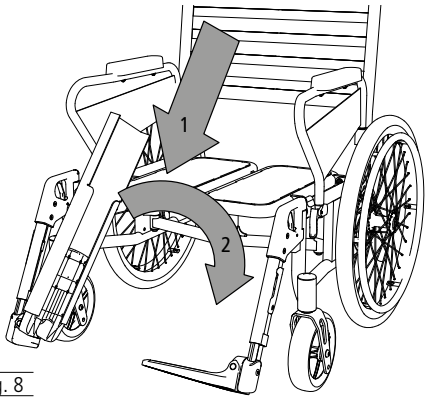

fig. 8
2. Placer la palette monobloc sur la palette repose-pieds entièrement rabattue vers le haut (1, fig. 8) et la faire pivoter vers le bas (2, fig.8) jusqu'à ce l'encoche sur le côté opposé re-couvre entièrement la palette repose-pieds.